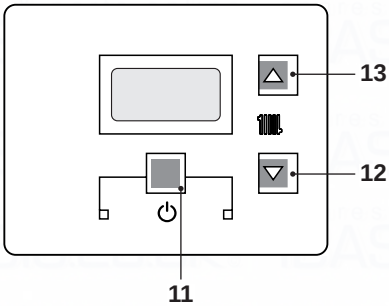
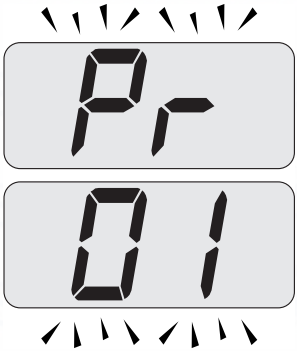
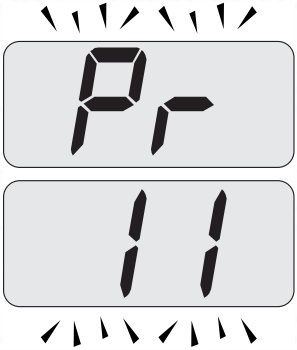
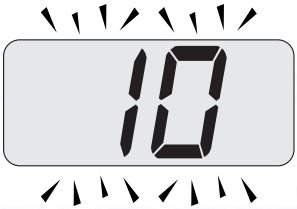

Fig. 7.24
Fig. 7.25
Fig. 7.26
Fig. 7.27
keys 11 - 12 - 13 (Fig. 7.24) for 10 seconds at the same time until the letters **Pr** that alternate with code **01** are displayed on the LCD display, indicating that "parameter 01" (Fig. 7.25) has been activated.
- Scroll the various parameters using keys 12 or 13 until the letters **Pr** that alternate with code **11** are displayed on the LCD display, indicating that "parameter 11" (Fig. 7.26) has been activated.
- Press keys 11 and 13 (Fig. 7.24) at the same time until the value of parameter 11 (10=60 seconds) (Fig. 7.27) is displayed on the LCD display .
- By pressing key 11 (Fig. 7.24) confirmation of the inserted value is obtained.
- Press keys 11 and 12 (Fig. 7.24) at the same time to exit without changing the value (return to the parameters list Fig. 7.26)
- Press keys 11 - 12 - 13 (Fig. 7.24) at the same time for 10 seconds to exit the "programming mode".